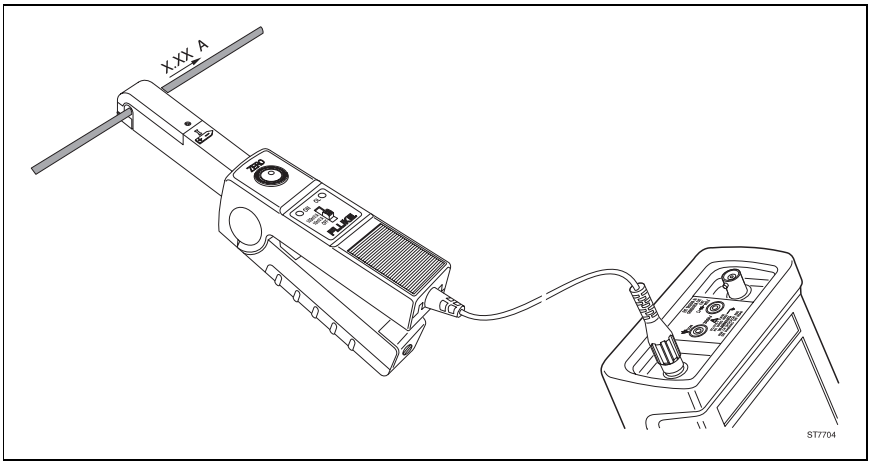

Figure 4. Schéma de branchement de la sonde d'intensité
2. Sélectionnez à la sonde d'intensité la plage la moins sensible (10 mV/A). Contrôlez si la diode verte ON est allumée. Voir à figure 4 où se trouvent le sélecteur et la diode verte ON.
3. Tournez à la sonde d'intensité la molette ZERO à point pour ajuster l'affichage de la sonde à zéro. Voir figure 4 pour la place du bouton tournant ZERO.
Le schéma de branchement d'une sonde d'intensité avec emploi d'un ScopeMeter, est illustré dans la figure 4.